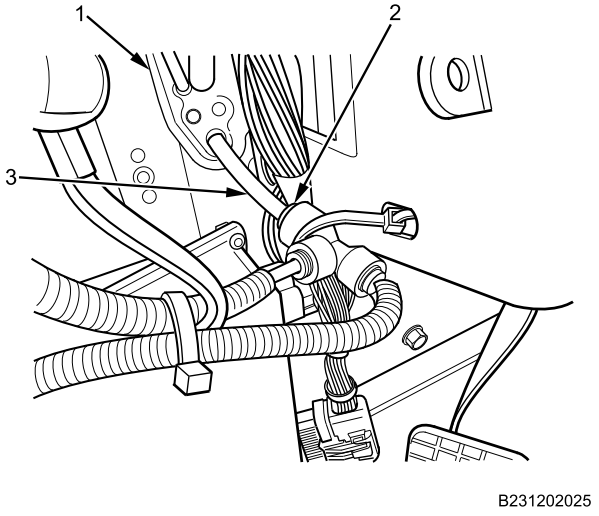

Figure 6. Door Actuator Air Line Supply.
6. Connect door actuator supply tee (Figure 6, Item 2) on BLUE door actuator supply air line (Figure 6, Item 3) at left air line grommet (Figure 6, Item 1) inside cabin.